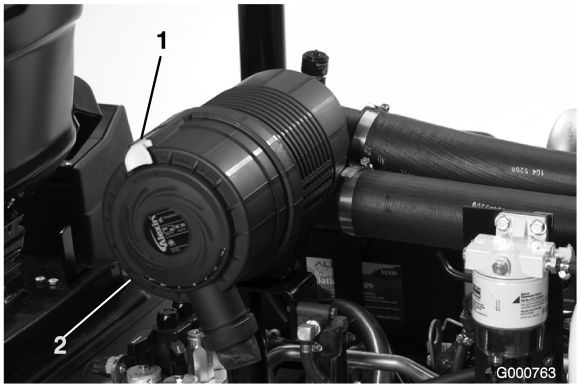

Figuur 39
1. Trek de vergrendeling naar buiten en draai het luchtfilterdeksel linksom (Figuur 39).